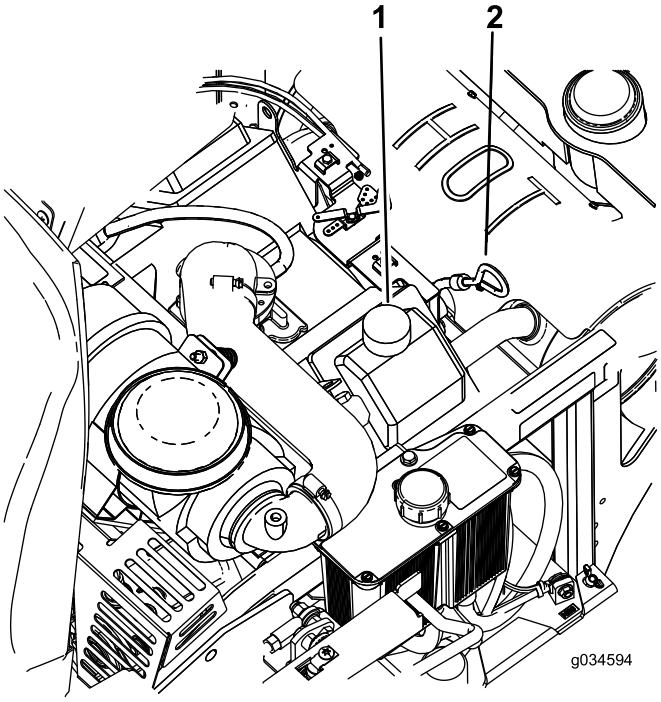

Figur 39
5. Rengjør området rundt peilestaven (Figur 39).
9. Hvis oljenivået er lavt, tørk området rundt oljelokket, fjern lokket og fyll på til **full**-merket på peilestaven (Figur 39). Ikke fyll på for mye.
4. Hell langsomt cirka 80 % av den spesifiserte oljen ned i påfyllingsrøret, og tilfør sakte resten av oljen til den når **Full**-merket på peilestaven (Figur 39).
5. Start motoren og kjør til et flatt område. Kontroller oljenivået på nytt (Figur 39).